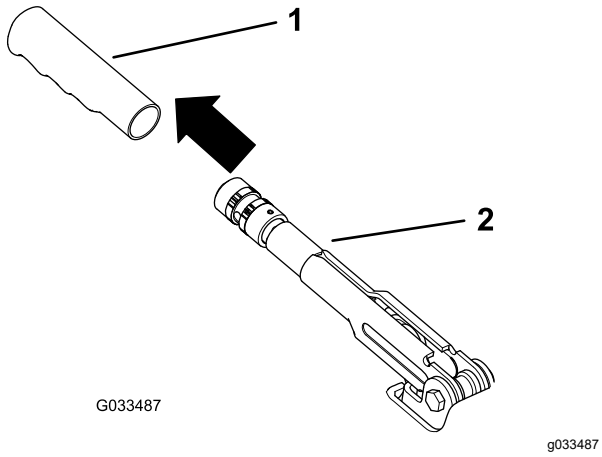

Figur 59
1. Ta bort gummihandtaget från parkeringsbromsspaken (Figur 59).
5. Montera gummihandtaget på parkeringsbromsspaken (Figur 59).